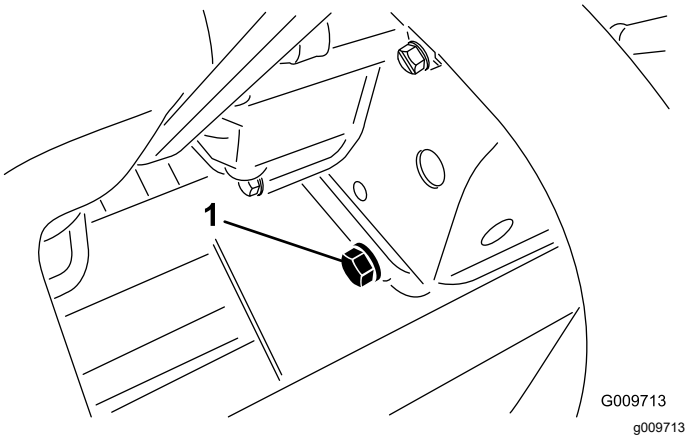

Figuur 56
1. Verwijder de aftapplug (Figuur 56) en laat de olie in een opvangbak lopen. Als er geen olie meer naar buiten stroomt, plaatst u de aftapplug terug.